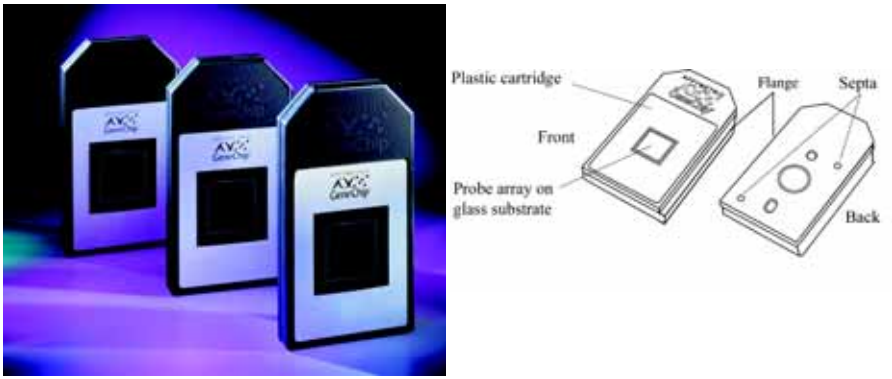

Figure 8.24
6. Load the probe array in the scanner and close the scanner door **Figure 8.24** and **Figure 8.25**).